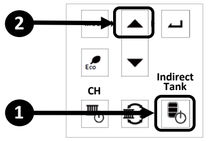

Fig 9. "Up" and "DHW" Buttons
1. Press and hold the **Indirect Tank** button for two seconds and then the ▲ (Up) button simultaneously (Fig 9).